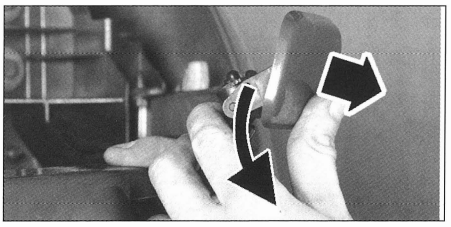

FIG. 4
- las tapas de lavafaros (según equipo) **(fig. 4)**.